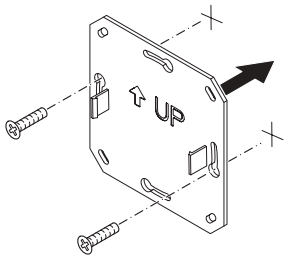

Rys. 38 - Płytka montażowa
2. Używając śrub: przykręć śrubami płytkę montażową (Rys. 38).